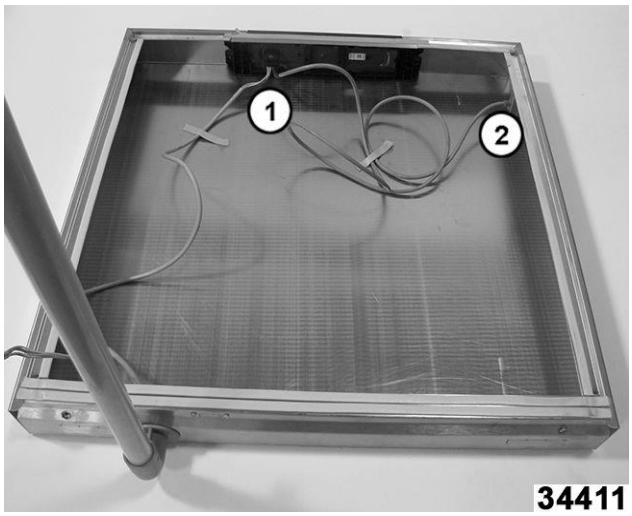

Fig. 63
2. Desconecte el controlador de la pantalla (1, Fig. 63) y el receptáculo del USB (2, Fig. 63).